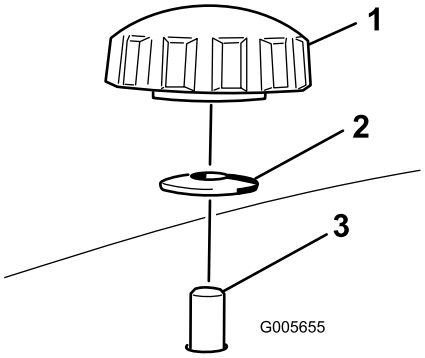
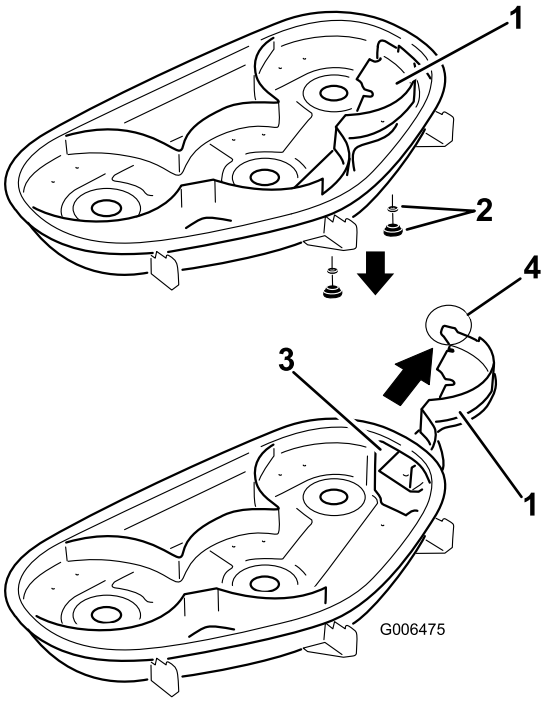

Bild 25
Bild 26
4. Nehmen Sie die beiden Handräder und die Wellenscheiben ab, mit denen das rechte Ablenkblech am Mähwerk befestigt ist, wie in Bild 25 dargestellt.
5. Nehmen Sie das rechte Ablenkblech ab und senken Sie das Grasablenkblech über der Auswurfkanalöffnung ab, wie in Bild 26 und Bild 25 dargestellt.
4. Schieben Sie das rechte Ablenkblech durch die Auswurfkanalöffnung und befestigen Sie diese mit den zwei Handrädern und Wellenscheiben (kappenförmige Seite zum Mähwerk), wie in Bild 25 und Bild 26 dargestellt.